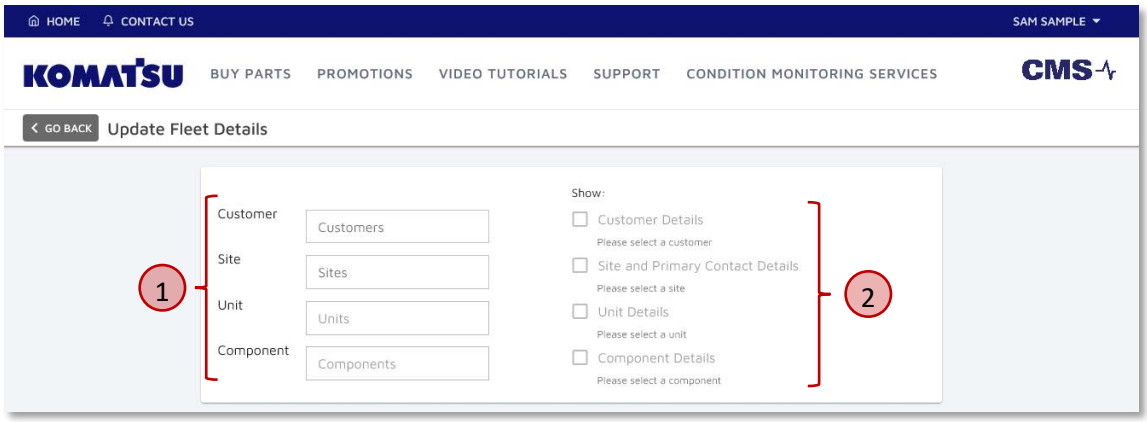

Figure 8.2 Update Fleet Details Page
We are then presented with the Update Fleet Details page (Figure 8.2). Here, we will need to select the appropriate customer, site, unit and component using the drop-down boxes (① in Figure 8.2).
Once we have selected the appropriate items we would like to change, we now need to select what kind of change we would like to make using the tick boxes (② in Figure 8.2). For example, if we would like to change some of the details relating to the site and primary contact, then select the **site and primary contact details** tick-box.